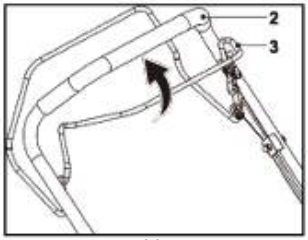

Abb. 10
1. Ziehen Sie den Bremshebel (3) und halten Sie ihn am oberen Griff (2), während Sie den Motor starten. Halten Sie ihn während des Betriebs gedrückt (Abb. 10).
2. Lassen Sie den Bremshebel (3) los, um den Motor zu stoppen.
1. Ziehen Sie den Bremshebel (3) und halten Sie ihn am oberen Griff (2) (Abb. 10).